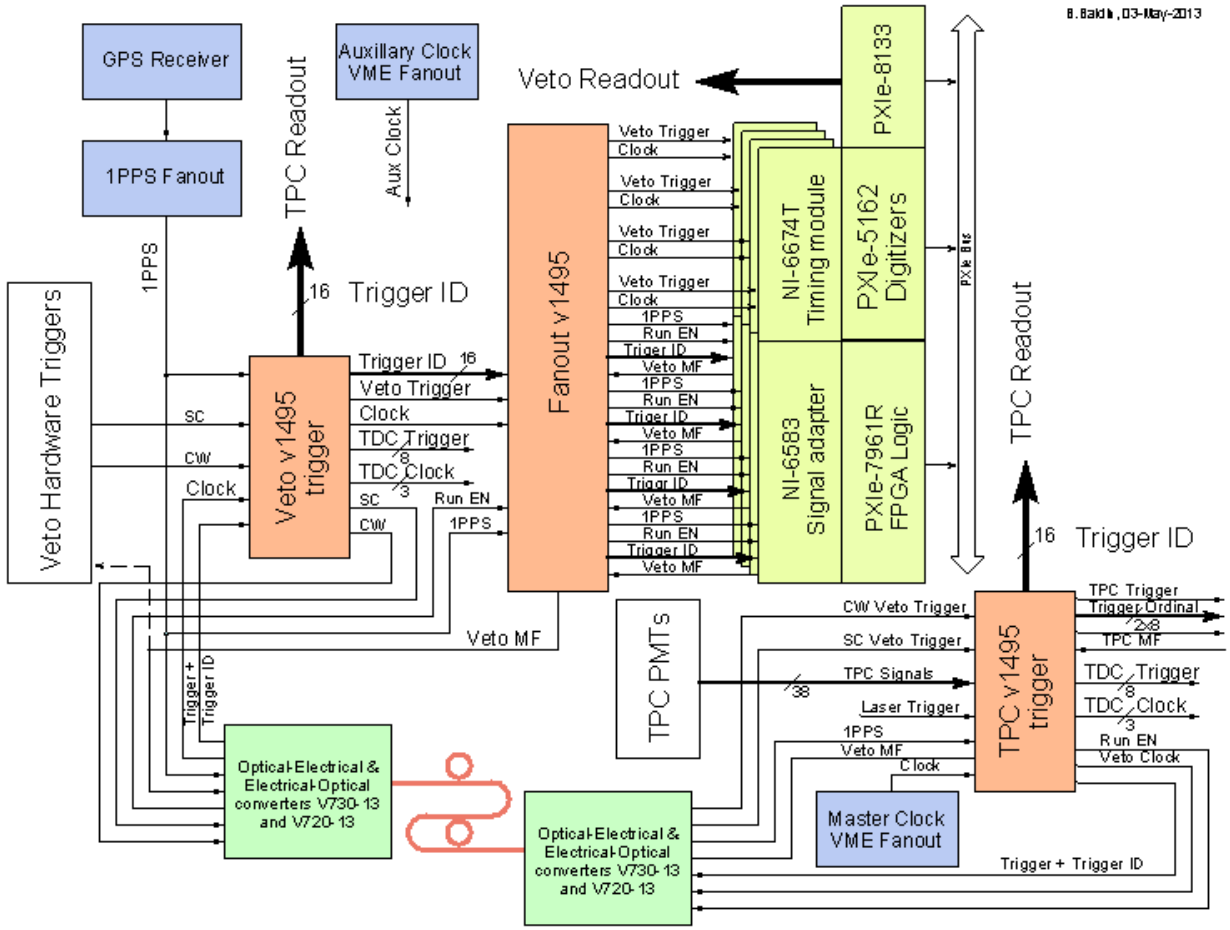

Figure 1. DS-50 Trigger logic
The following scheme (Figure 1) is proposed to satisfy the above synchronization requirement. The Hardware Veto Trigger signals are sent via optical links to the TPC V1495 trigger module located at the TPC site. Currently there are two types of Hardware Veto triggers: Scintillation Counter (SC) trigger and Cherenkov Water detector (CW) trigger. The TPC V1495 module generates *all the triggers* for the experiment. The trigger signal and 16-bit Trigger ID are transferred via optical link back to the Veto V1495 trigger module located at the Veto system site. The trigger ID consists of two parts: 12-bit Trigger Number and 4-bit Trigger Type. The logic inside Veto V1495 trigger module decodes Trigger ID and places it in an internal FIFO memory for the readout via VME bus as a part of the TPC data stream. The same Trigger ID and the trigger signal are also available for the Veto DAQ readout via digital adapter module NI 6583 attached to FlexRIO FPGA PXIe-7961R module. The FlexRIO FPGA PXIe-7961R module is similar to the CAEN V1495 module and allows user to implement desirable trigger logic in the on-board